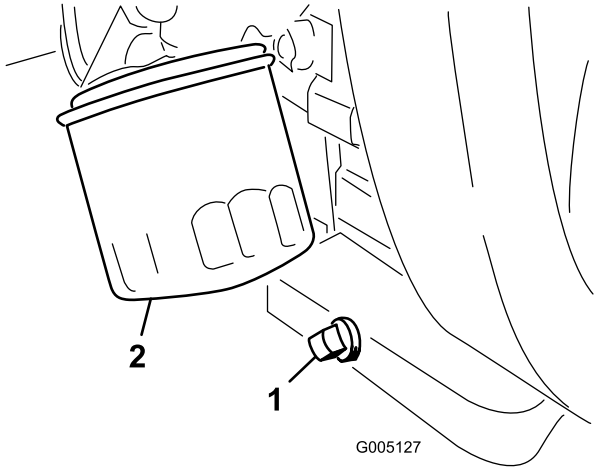

**Figure 43**
1. Retirez le bouchon de vidange (Figure 43) et laissez couler l'huile dans un bac de vidange. Remettez le bouchon quand la vidange est terminée.
2. Déposez le filtre à huile (Figure 43). Appliquez une fine couche d'huile sur le joint du filtre de rechange.